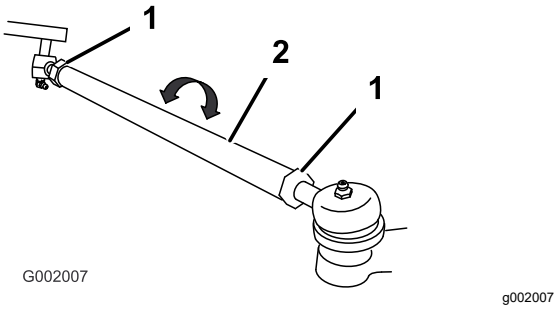

Figur 48
5. Om måttet inte hamnar inom angivet område ska du lossa kontramuttrarna i båda ändarna av dragstängerna (Figur 48).